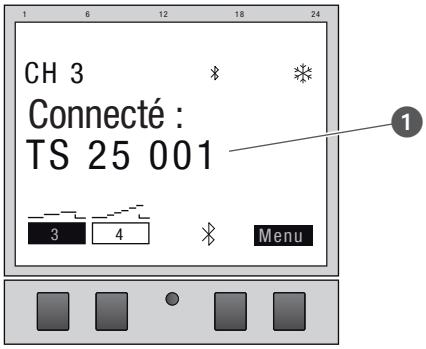

Fig. 24: L'extension de canal est connectée à l'horloge modulaire
9. En cas de connexion active, l'extension de canal affiche le nom de l'appareil connecté (Fig. 24/❶).